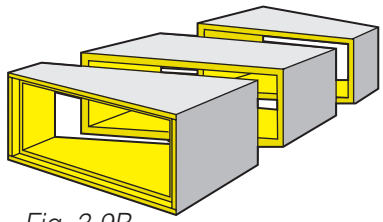
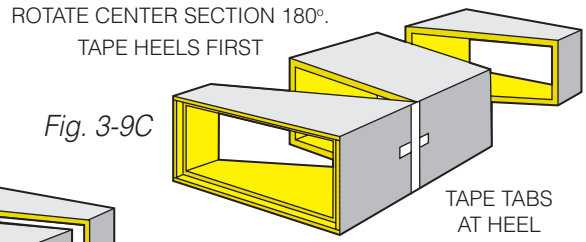

Fig. 3-9B
Fig. 3-9C
5. Make two straight knife cuts around duct section on dashed lines. Extend layout lines square with corner. Maintain cheek panel angle when making side panel cuts. See Figure 3-9B.
6. Separate three pieces (Fig. 3-9B). Rotate center section 180° (Fig. 3-9C). Push three pieces together.
7. Apply tape tabs per Tape Tab Schedule, Page 3-1, starting with heel panels (Fig. 3-9C).